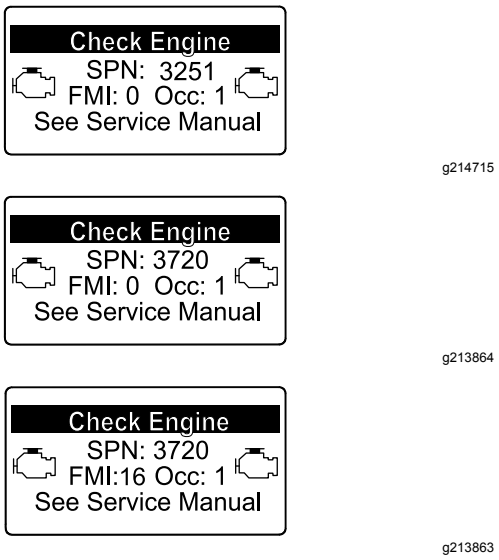

Figur 77
16) vises i infocenteret (Figur 77), skal sodfilteret rengøres ved hjælp af følgende trin: